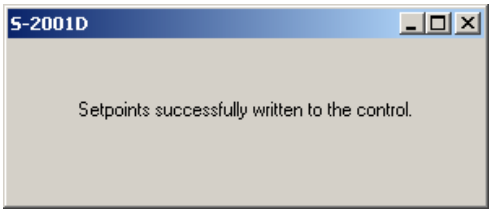

Figure 6-5 Setpoints Successfully Written To The Control Dialog Screen
4. Select **OK**. TapTalk will display a "Setpoints Successfully Written to Control" confirmation screen (Figure 6-5).
4. Select **OK**. TapTalk will display a Setpoints "Successfully Written to Control" confirmation screen (Figure 6-5).